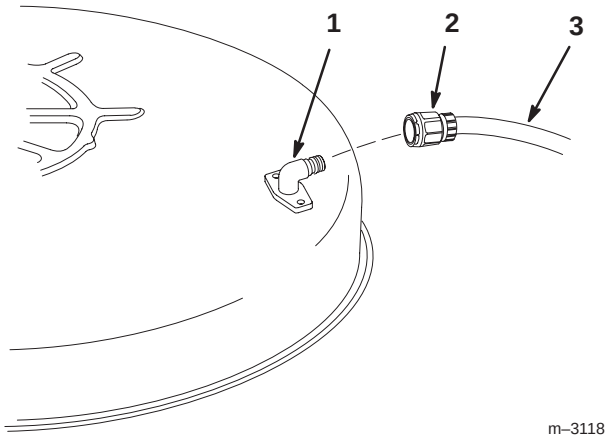

Bild 32
2. Drehen Sie eine Schlauchkupplung auf die Kupplung am Mähwerk-Spülanschluss und drehen das Wasser mit starkem Druck auf (Bild 32).